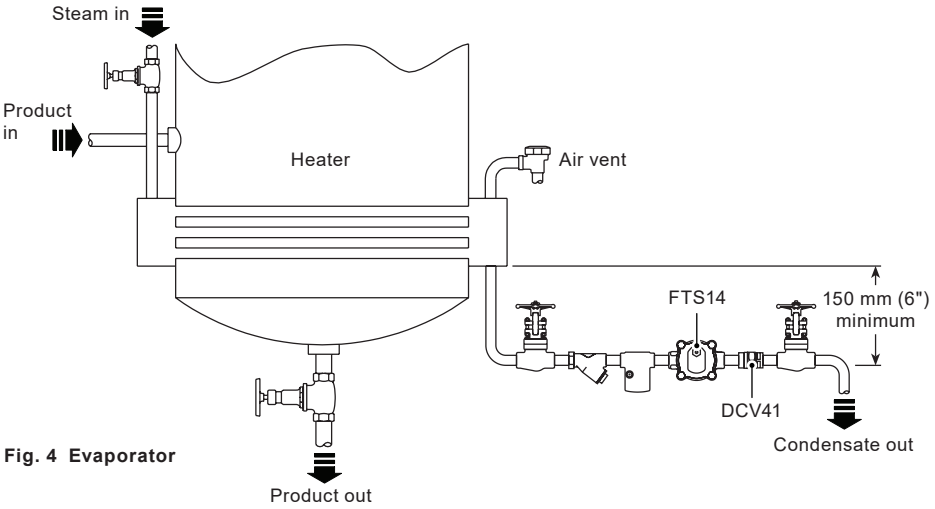

Fig. 4 Evaporator
3.7 Traps should be fitted below the outlet of the steam system with a small drop leg immediately preceding the trap - Typically 150 mm (6") see Figure 4. If no drop leg is allowed then it may be possible (under low load conditions) for steam to flow over the condensate in the bottom of the pipe and reach the trap.
3.8 Always fit a non-return (check) valve downstream of any steam traps which discharge into condensate return lines where back pressure is experienced. This is most commonly caused by a rising condensate line. The check valve will prevent the steam space flooding when the inlet pressure is reduced or the steam is shut off. Use a suitable valve such as the Spirax Sarco DCV41, see Figure 4.